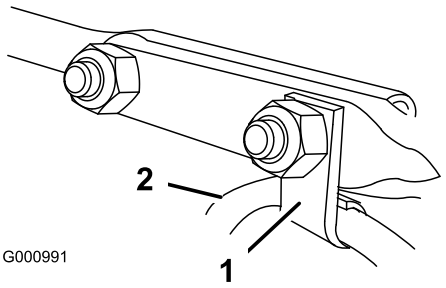

**Figure 16**
6. Insert the cable clip that supports the deflector cable onto the forward carriage bolt, and secure the carriage bolts with locknuts from the loose parts bag (Figure 16).